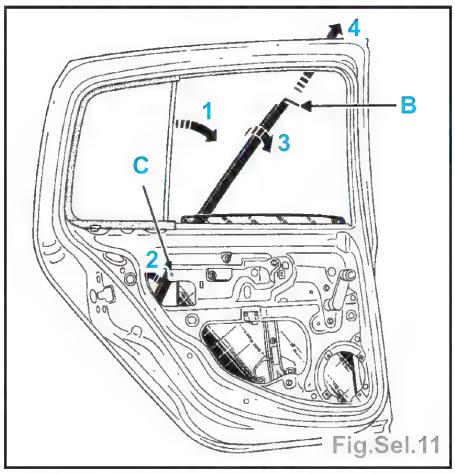

Fig.Sel.11
- Déposer (Fig.Sel.11) :
- la vis de fixation supérieure (B) du montant fixe,
- l'écrou de fixation inférieure (C) du montant fixe.